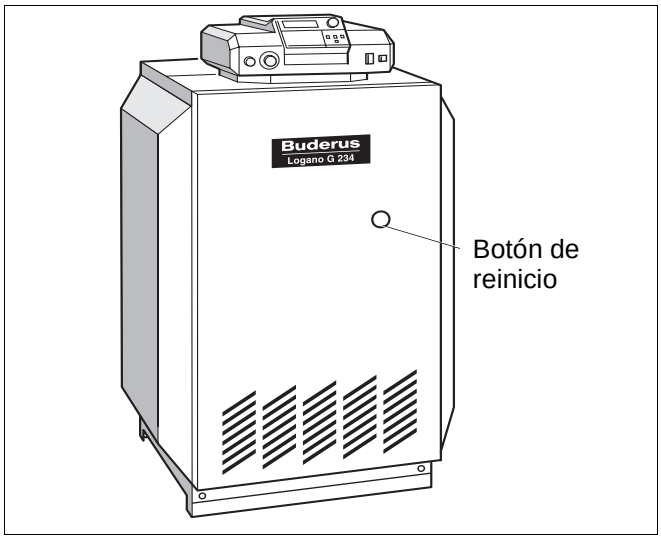

Abb. 5 Botón de reinicio
- Pulse el botón de reinicio si se enciende su testigo de de señalización (Fig 5).